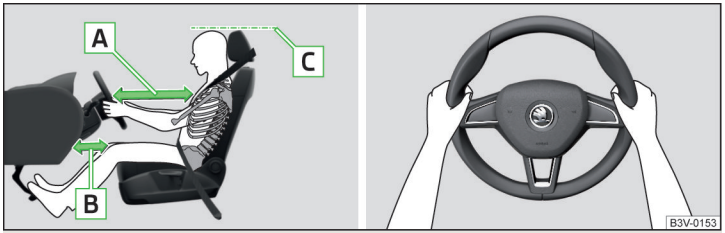

Fig. 1 **Posición de asiento correcta del conductor / Sujeción correcta del volante**
- ✓ Ajuste el asiento del conductor longitudinalmente de forma que la distancia de las piernas B » fig. 1 hasta el tablero de instrumentos en la zona del airbag de rodillas sea al menos de 10 cm.
- ✓ Ajustar el volante de tal modo, que la distancia A entre el volante y el esternón sea, como mínimo, de 25 cm» fig. 1.
- ✓ Ajuste el reposacabezas de tal modo que el borde superior del mismo se encuentre a ser posible a la misma altura que la parte superior de su cabeza C » fig. 1 (no es válido para los asientos con reposacabezas integrado).
- Durante la conducción, sujete el volante con ambas manos por el borde exterior de los lados en las posiciones de las "9" y "3" horas» fig. 1. No sujete nunca el volante en la posición de las "12 horas" o de cualquier otro modo (p. ej., en el centro o en el borde interior del volante, etc.). Al activarse el airbag del conductor se pueden sufrir lesiones graves en los brazos, las manos y la cabeza.
✓ Ajuste el reposacabezas de tal modo que el borde superior del mismo se encuentre a ser posible a la misma altura que la parte superior de su cabeza C » fig. 1 *de la pág. 9* (no es válido para los asientos con reposacabezas integrado).
✓ Ajuste el reposacabezas de tal modo que el borde superior del mismo se encuentre de ser posible a la misma altura que la parte superior de la cabeza C » fig. 1 *de la pág. 9*.